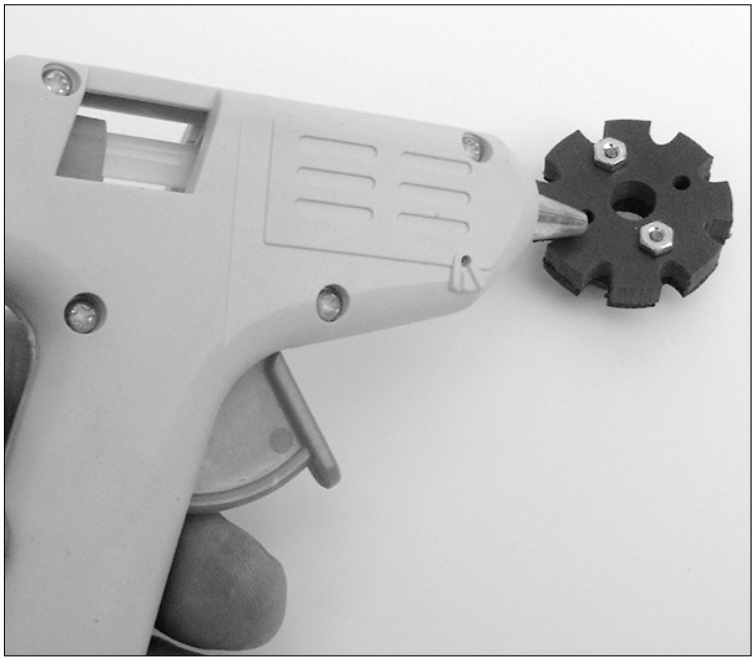

Figure 3-8: A hot-melt glue gun quickly fastens things.
- *Cyanoacrylate (CA) glue* bonds almost anything, almost instantly. Use it with caution because it can easily bond your fingers together. Use ordinary CA glues when bonding smooth and perfectly matching parts; use the heavier-bodied gap-filling CA glue if the parts don't mate 100 percent.
- A *hot-melt glue gun,* such as the kind in Figure 3-8, is for the person who doesn't like to wait hours for glue to dry. Slip in a stick of glue, turn the gun on, wait a minute for it to warm up, and you can glue things with a